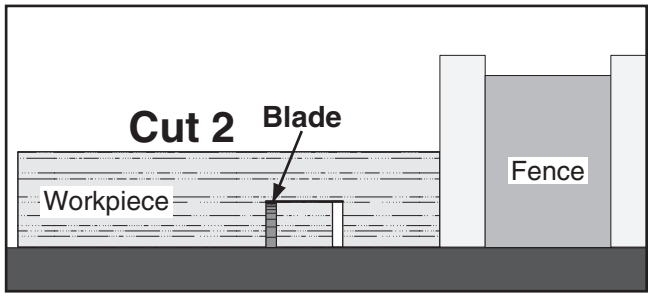

Figure 48. Second cut for a single-blade dado.
7. Repeat cutting operation on other side of dado, as shown in **Figure 48**.